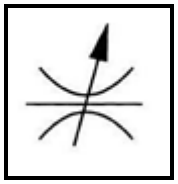

FIGUUR 4.14
4.14 In FIGUUR 4.14 word 'n simbool van 'n hidrouliese komponent getoon. Identifiseer die simbool.